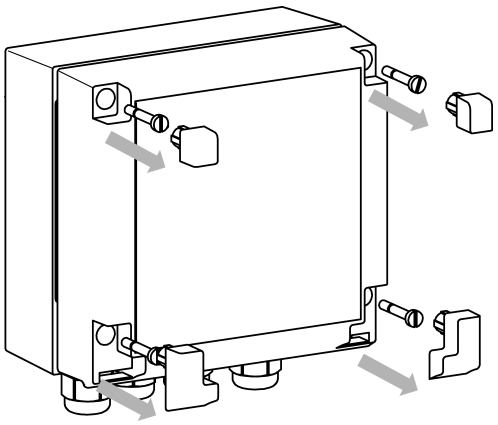

**Рисунок 4.12 – Разборка передней части корпуса**
1. Вытащить заглушки и отвинтить винты из передней части корпуса (см. рисунок 4.12)